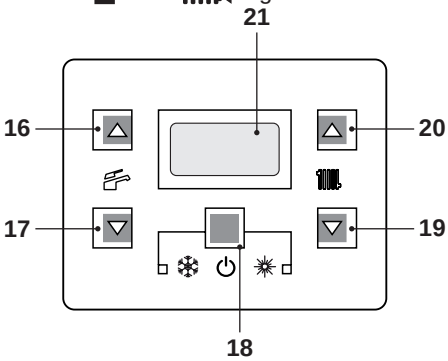

Figura 2.3
- Tenere premuto per 2 secondi il tasto 18 fino a far apparire sul display entrambe i simboli e Figura 2.3.